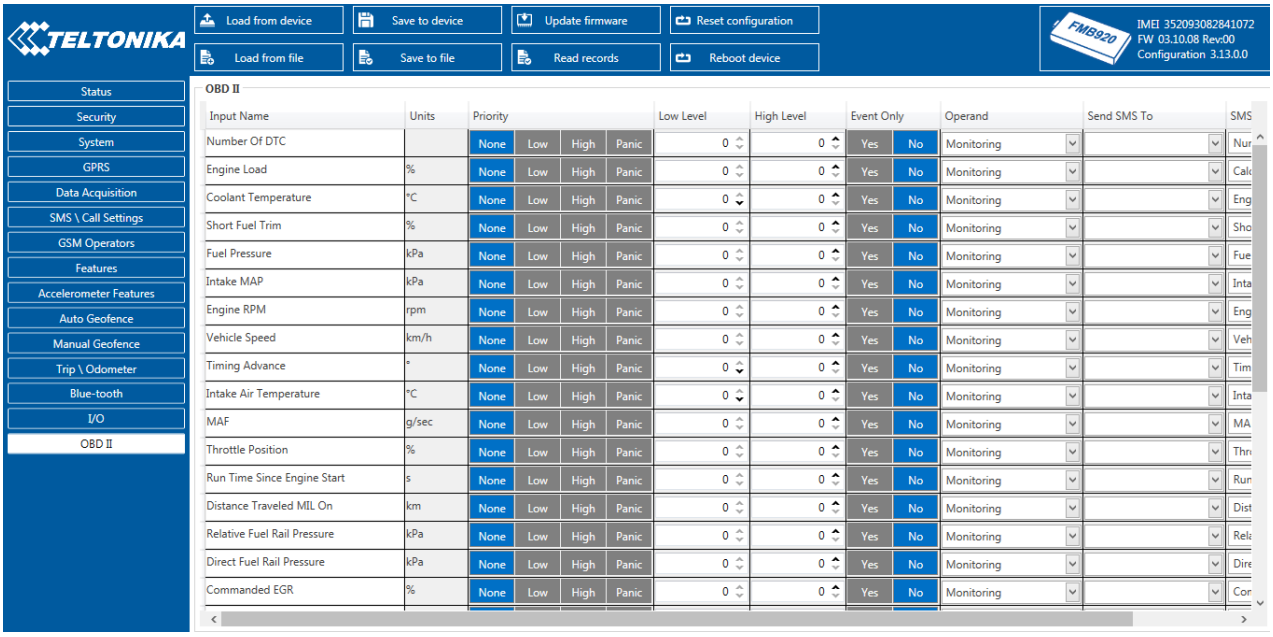

Figure 44 OBD II Blue-tooth settings.
9. Go to “**OBD II (Blue-tooth)**” in left menu and select priority and others parameters visible at **Figure 44.**